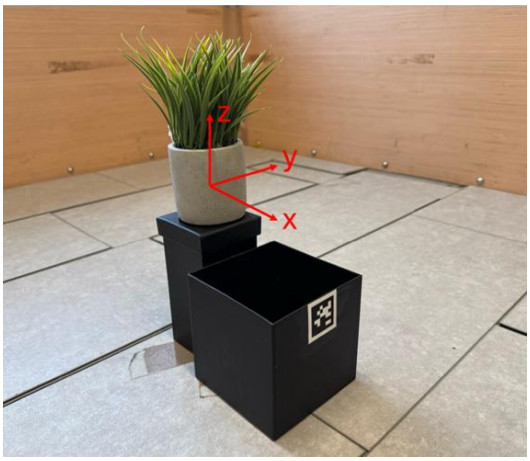
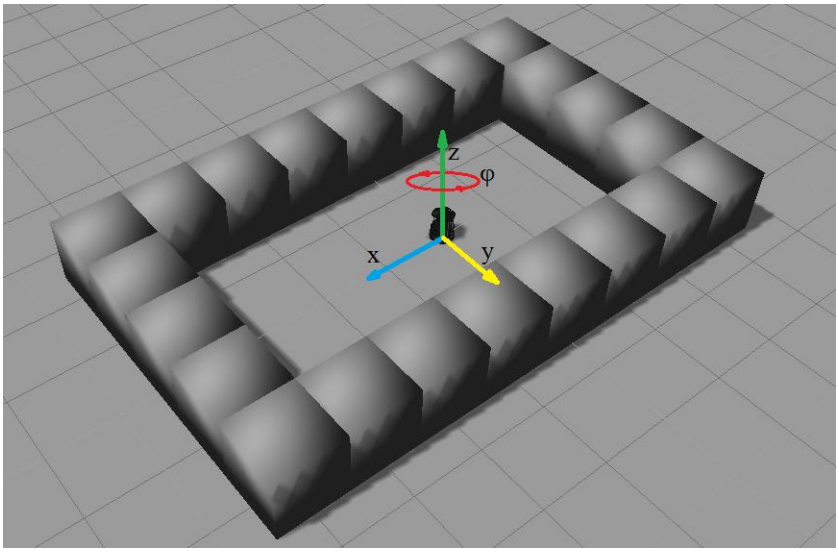

Figure 2. Object Coordinate Frame
Figure 4: Example World Coordinate Frame
- The contest has a maximum time limit of 5 minutes. The robot will start at a location in the map of the Instructor/TAs choosing. After the contest starts, the robot needs to first detect the manipulable object using YOLOv8 and pick it up from its top plate. Then, the robot needs to navigate to each of the coordinates provided for the scene objects (5 in total), and run YOLO v8 detection to identify each object. Once the robot identifies which scene object matches its manipulable object, it should place the manipulable object into the garbage bin in front of the scene object, Figure 2. One AprilTag (Figure 3) will be attached to each garbage bin in order to localize the bin. After identifying all scene objects and placing the manipulable object inside the appropriate garbage bin, the robot should go back to its starting position.
- A scene object's location in the environment map is defined by the coordinates of its centre and its orientation ($x,y,\varphi$), where $\varphi$ is about the $z$-axis, with respect to the origin of the given 2D map. The origin of the world coordinate frame is determined by the robot's starting location when the map was created, see Figure 4. The origin is a native property of the map and remains the same during the contest regardless of the starting pose of the robot used for robot localization.
- The object locations are defined by two vectors: 1) a coordinate vector which defines each object's location in *x* and *y*, and 2) an orientation vector which contains the object rotation about the *z* axis. These locations are measured from the object's local frame (Figure 2) with respect to the world coordinate frame (Figure 4) at the origin of the map.